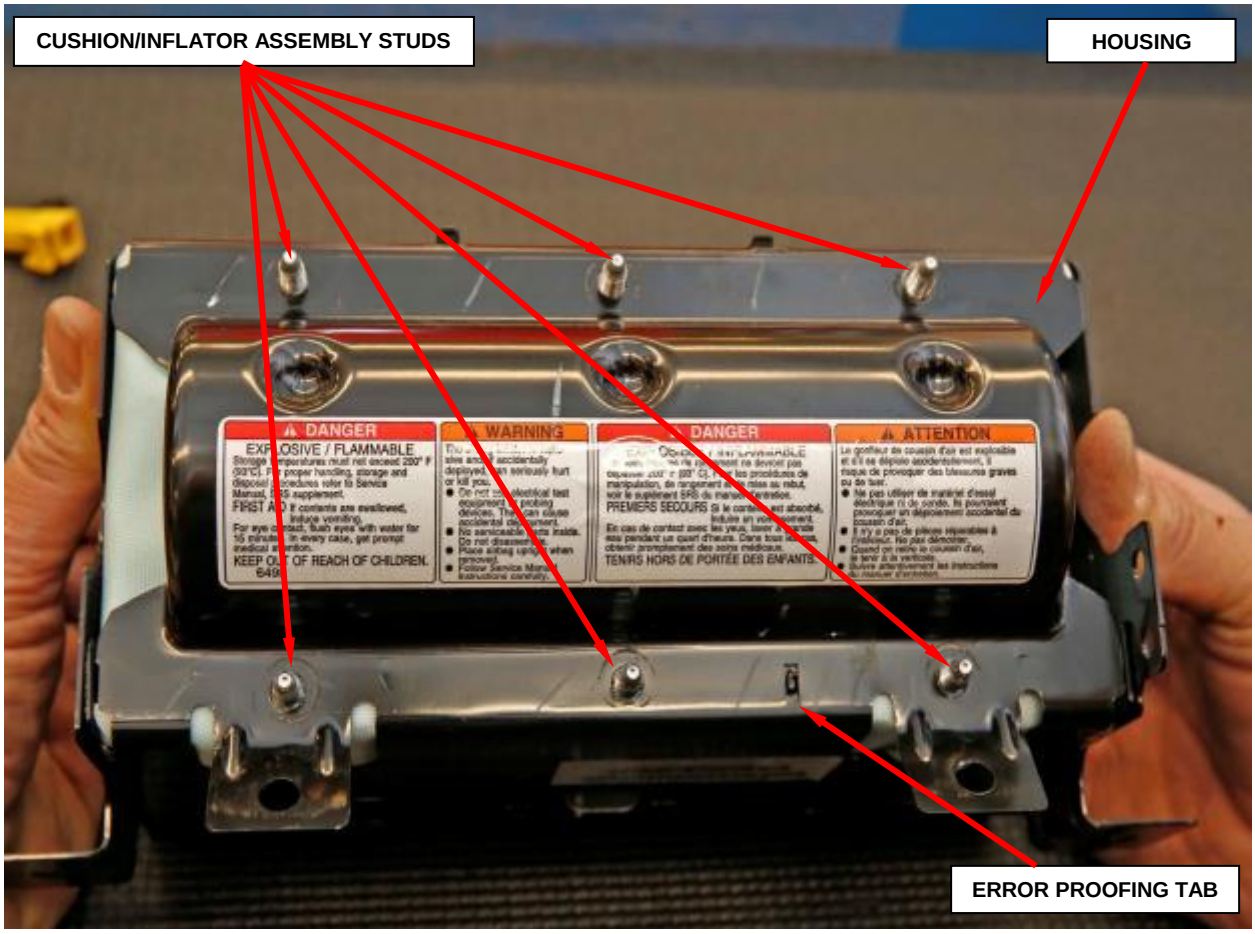

Figure 37 – Error Proofing Tab
i. Insert the cushion/inflator assembly into housing ensuring correct orientation as shown (Figure 37).
NOTE: Ensure proper inflator fit. Note error proofing tab when reassembling to housing (Figure 37).